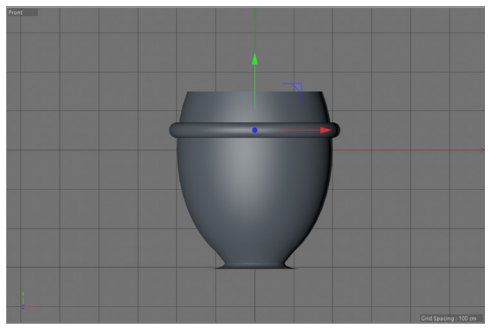

Figure 3-143 *Torus moved upward*
4. Choose the **Coord.** button and enter **51** in the **P.Y** spinner; *Torus* moves upward, as shown in Figure 3-143.